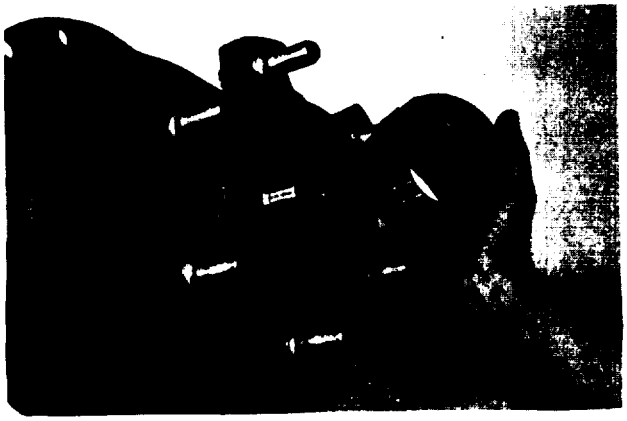

Figure 5-87. Outer Bearing Removal
f. Remove the outer bearing cone as shown in ~~Figure 5-87.~~